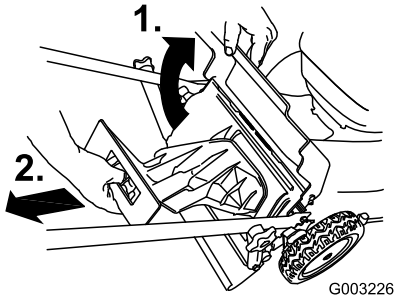

Figuur 24
1. Zet de achterklep omhoog en houd hem in deze positie (Figuur 24).
2. Verwijder de afsluiter van de achterafvoer (Figuur 24).